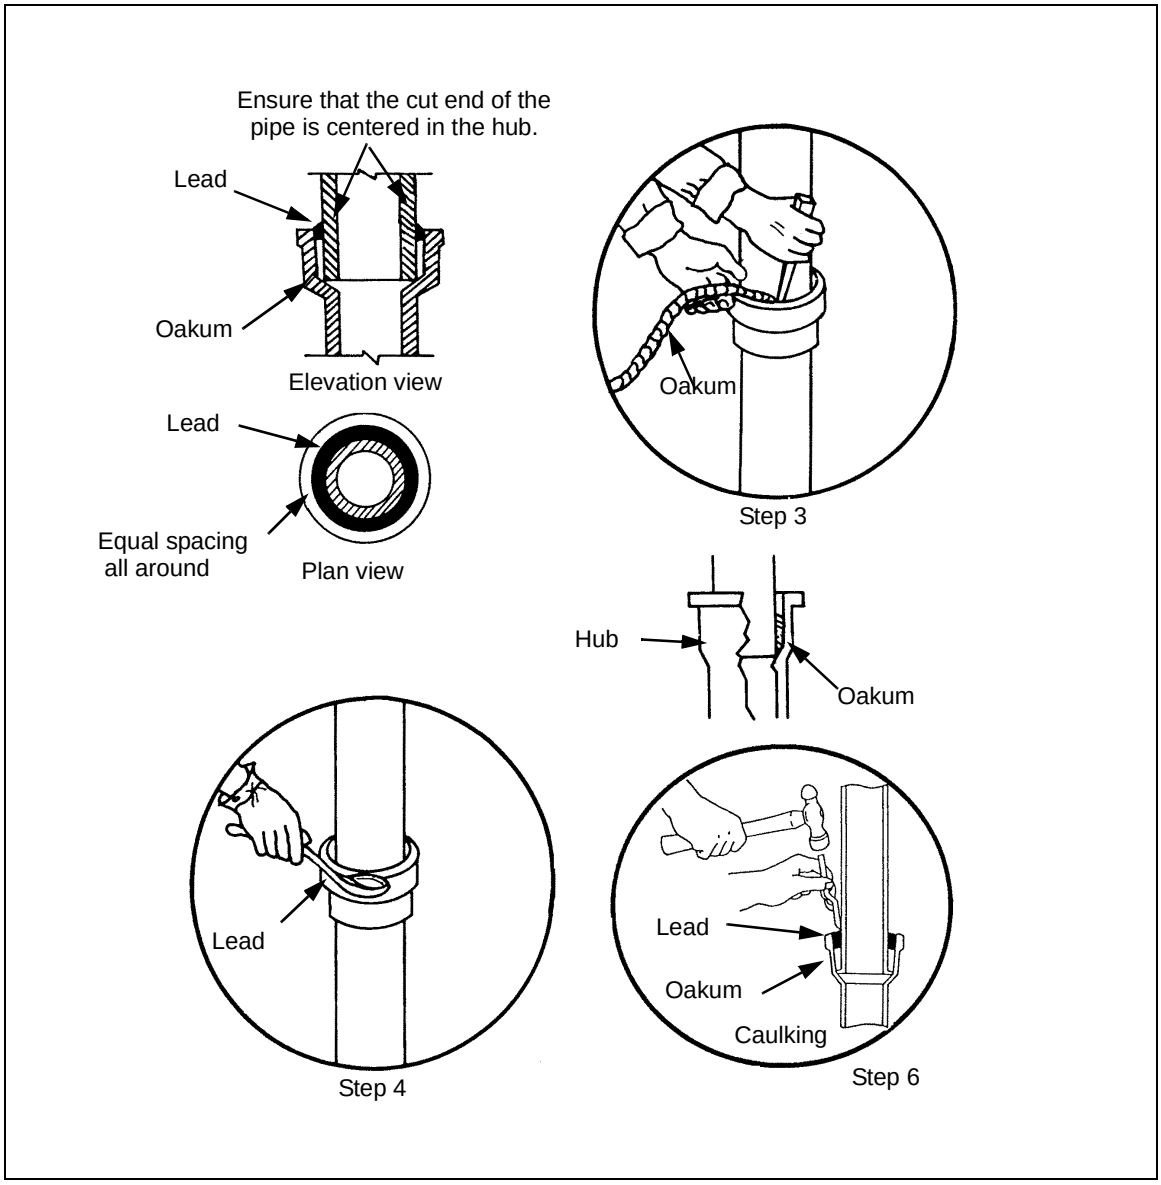

Figure 6-17. Vertical Lead Joint
6-42. **Vertical Lead Joint**. Use *Figure 6-17* and the following steps to make a joint.
Step 3. Pack strands of oakum into the hub completely around the pipe or fitting with a packing iron to within 1 inch of the hub's end *(Figure 6-17)*.
Step 4. Pour hot molten lead carefully into the hub in one pour, using a plumber's ladle *(Figure 6-17)*.
Step 6. Caulk the lead against the pipe with the inside caulking iron and then against the hub with the outside caulking iron, as shown in *Figure 6-17, page 6-18*. The joint is then complete and leakproof.